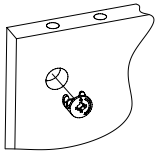

Рис.3
3. Вставить головки минификсов в соответствующие плоскостные отверстия боковин 2, 3, задних стенок 6, 7, полки 8, перегородки 10 (Рис. 3).